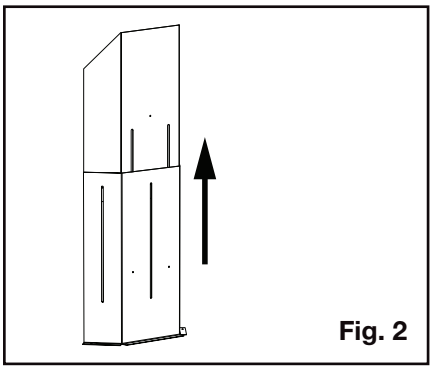

Fig. 2
2. Adjust the vent shield to its maximum vertical **(Figure 2)**.